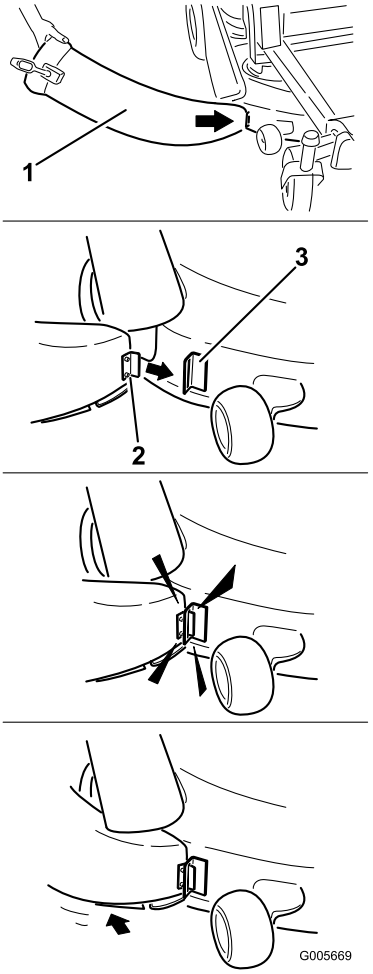

Figura 14
3. Introduzca la pestaña metálica del extremo delantero del conducto en la ranura del soporte que está soldado a la plataforma del cortacésped, justo por delante del orificio (Figura 14).
4. Gire el conducto hacia atrás y hacia la plataforma de modo que el conducto quede enrasado con la plataforma del cortacésped (Figura 14).